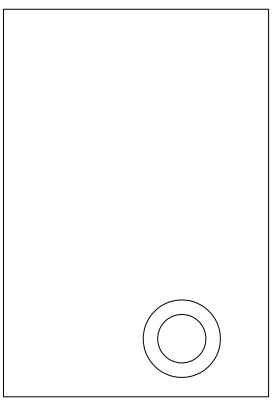
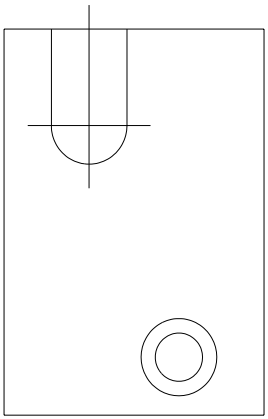

Fig. 6.9
Fig. 6.10
3. Poziţionarea originii într-un punct convenabil ales pe format şi trasarea proiecţiei principale (fig. 6.9). Este utilă, în orice moment al desenării, mutarea originii pentru trasarea mai uşoară a oricăror elemente ale conturului (fig. 6.10).